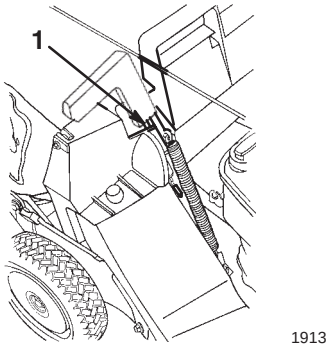

Figur 20
5. Drag utkastarluckans handtag framåt och för det bakåt tills pinnen låser sig i skåran på uppsamlaren (figur 20).